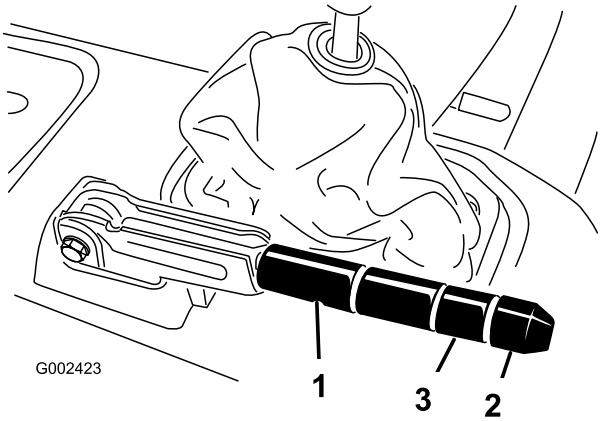

Rysunek 63
2. Poluzuj śrubę ustalającą mocującą pokrętło do dźwigni hamulca postojowego (Rysunek 63).